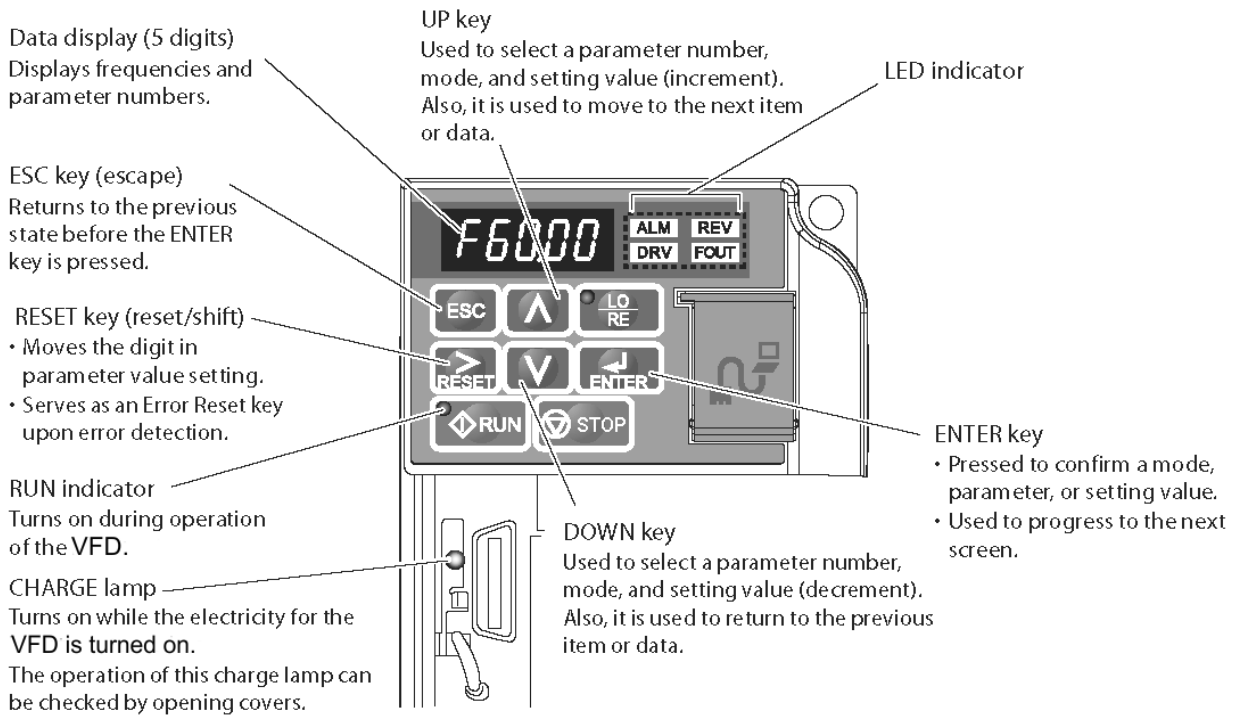

Figure 3-16 VFD Keypad/Display Interface
3.8.7 The VFD is controled by a Keypad/Display Interface. Refer to **Figure 3-16** for Keypad/Display Interface functions and descriptions.